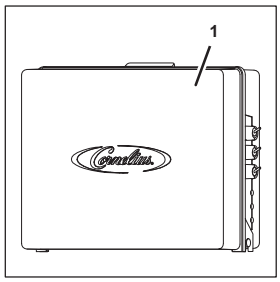
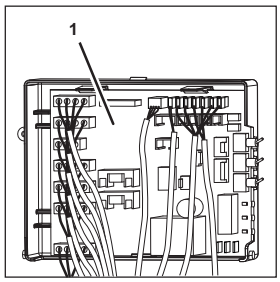

Fig. 84
Fig. 85
1. Open the cover (Fig. 84/1) of control system 1 (Fig. 85/1).
2. Disconnect all necessary electrical cables and plugs from control system 1(Fig. 85/1).
8. Connect all electrical cables and plugs to control system 1 (Fig. 85/1).
9. Close the cover (Fig. 84/1) of control system 1 (Fig. 85/1).